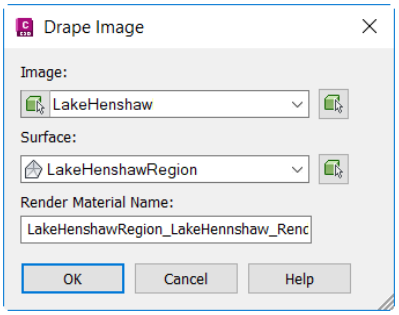

Figure 3-80 *The* ***Drape Image*** *dialog box*
2. In this tab, choose the **Drape Image** tool from the **Surface Tools** panel; the **Drape Image** dialog box is displayed, as shown in Figure 3-80. Accept the default values in the dialog box and choose the **OK** button; the dialog box is closed and the image is draped over the surface.